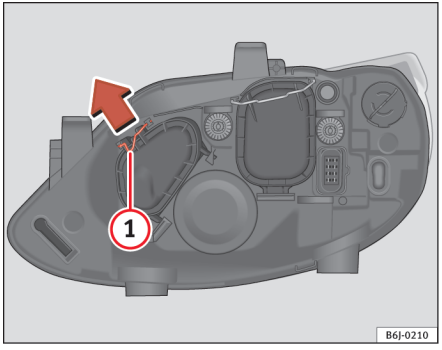

Fig. 140 Fjernlys
– Skub støtten (1) i pilenes retning, og tag dækslet af ⇒ side 213, fig. 140.